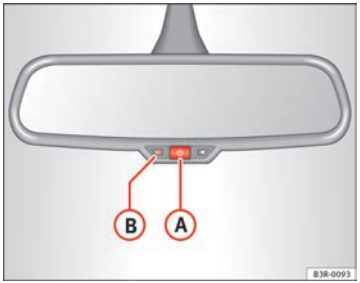

Abb. 101 Abblendbarer Innenspiegel: Kontrollleuchte und Ein-/Ausschalt-Taste ▶
– Drücken Sie die Taste (A) ⇒ Abb. 101. Die Kontrollleuchte (B) erlischt.
– Drücken Sie die Taste (A) ⇒ Abb. 101. Die Kontrollleuchte (B) leuchtet.